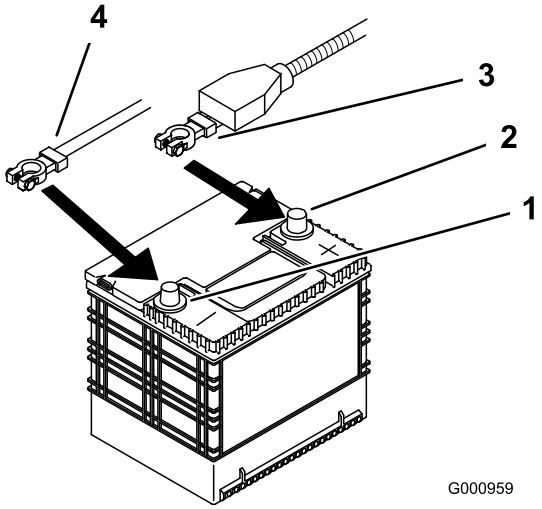

Figur 56
4. Lossa först batteriets minuskabel från batteriets minuspol (–) (Figur 56).
5. Skjut av den röda anslutningsskon från batteriets pluspol (röd). Lossa sedan batteriets pluskabel (röd) (Figur 56).
4. Fäst kablarna med 2 bultar (1/4 x 3/4 tum), 2 brickor (1/4 tum) och 2 låsmuttrar (1/4 tum) (Figur 56).